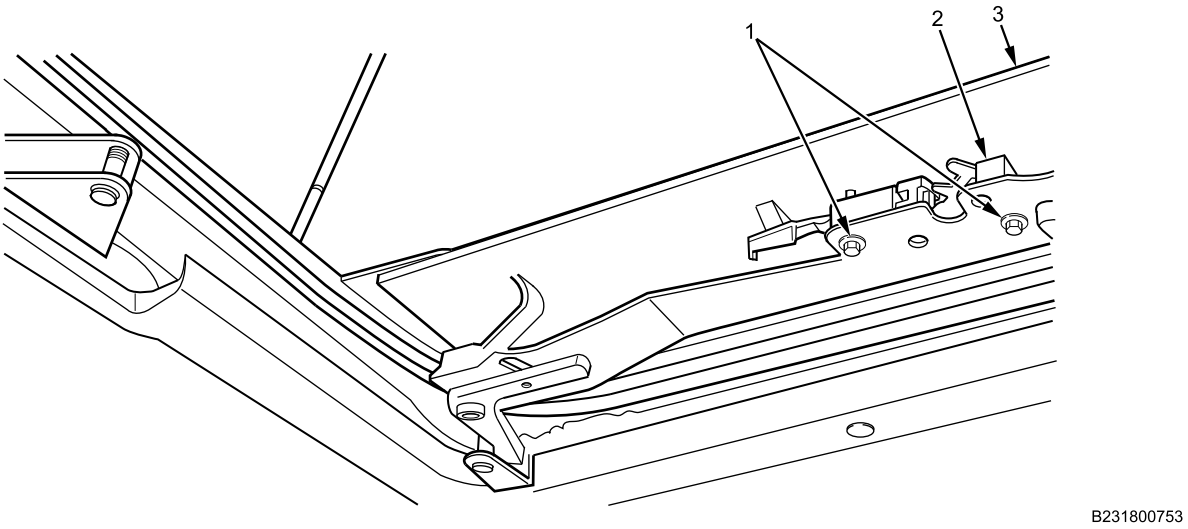

Figure 7. New Lock Assembly Aligned with Mounting Holes.
6. Apply corrosion preventive compound to two nuts, washers, and mounting bolts (Figure 7, Item 1).
7. Install inner lock assembly (Figure 7, Item 2) to weapon hatch (Figure 7, Item 3) with two bolts, washers, and nuts (Figure 7, Item 1). Tighten bolts securely.